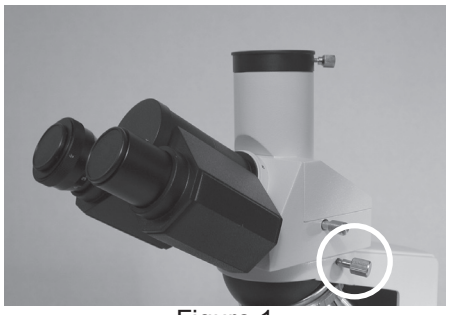

Figure 1
3. Loosen the head set screw (circled in figure 1) and rotate the head 180° so the eyepieces face forward.